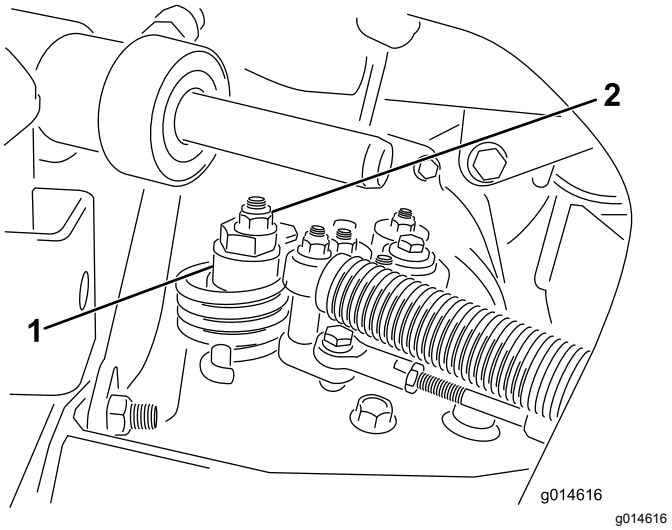

Figuur 37
A. Draai de moer los waarmee de excentriek is bevestigd aan de bovenkant van de hydrostaat (Figuur 37).
C. Draai aan de excentriek totdat de machine niet meer naar voren of naar achteren kruipt. Als het wielen niet meer draaien, zet u de moer vast waarmee de excentriek en de afstelling worden geborgd (Figuur 37). Controleer de instelling met de gashendel op LANGZAAM en op SNEL.